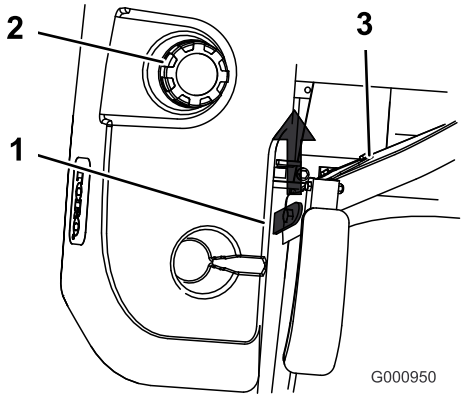

Figur 28
3. Hev setet. Dette vil muliggjøre tilgang til maskinen under setet (Figur 28).